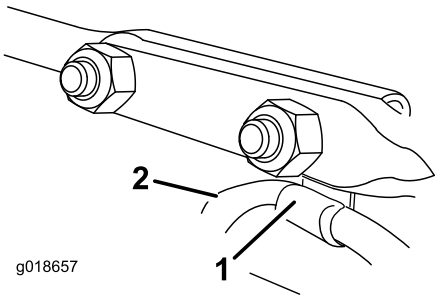

**Figur 16**
6. Montera kabelklämman som stödjer strålriktarkabeln under huvudet på den främre vagnskruven, och fäst vagnskruvarna med låsmuttrar från påsen med lösa delar (Figur 16).